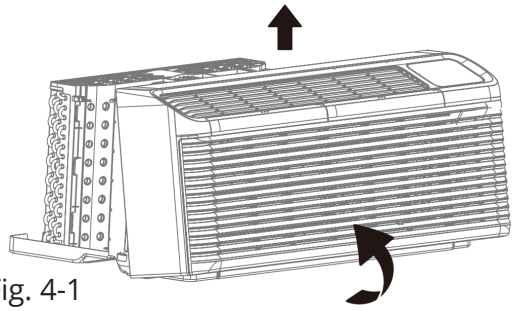

Fig. 4-1
Paso 1: Tire hacia afuera por la parte inferior para liberarlo de las pestañas y, a continuación, levante el panel frontal. (Consulte la Fig. 4-1).